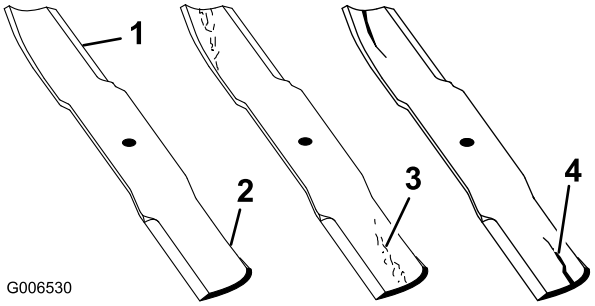

Rysunek 84
2. Sprawdź ostrza, a w szczególności ich wygięty obszar (Rysunek 84). Jeżeli zauważysz uszkodzenie, zużycie lub szczeliny w tym obszarze (Rysunek 84), zamontuj nowe ostrza.